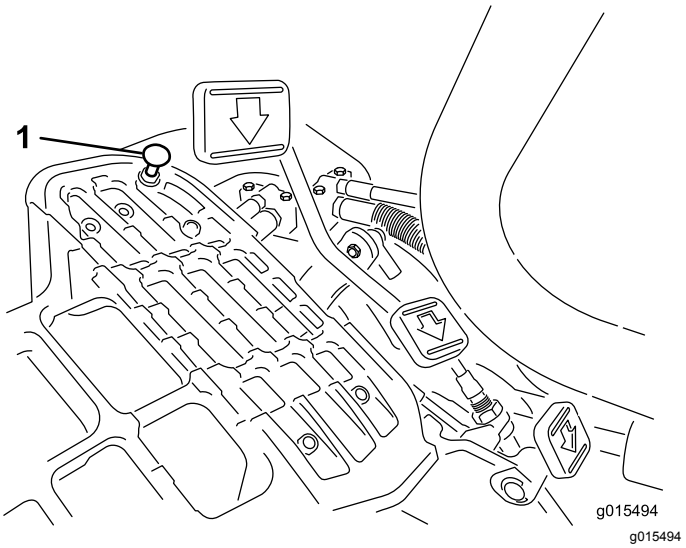

Figur 52
Tryck ner bromspedalen. Det behövs en justering om pedalen vidrör stoppet (Figur 52) innan anspänningen känns i kabeln:
1. Lossa låsmuttrarna till huvudskruvarna med fläns som fäster pedalstoppet vid golvplattan (Figur 52).